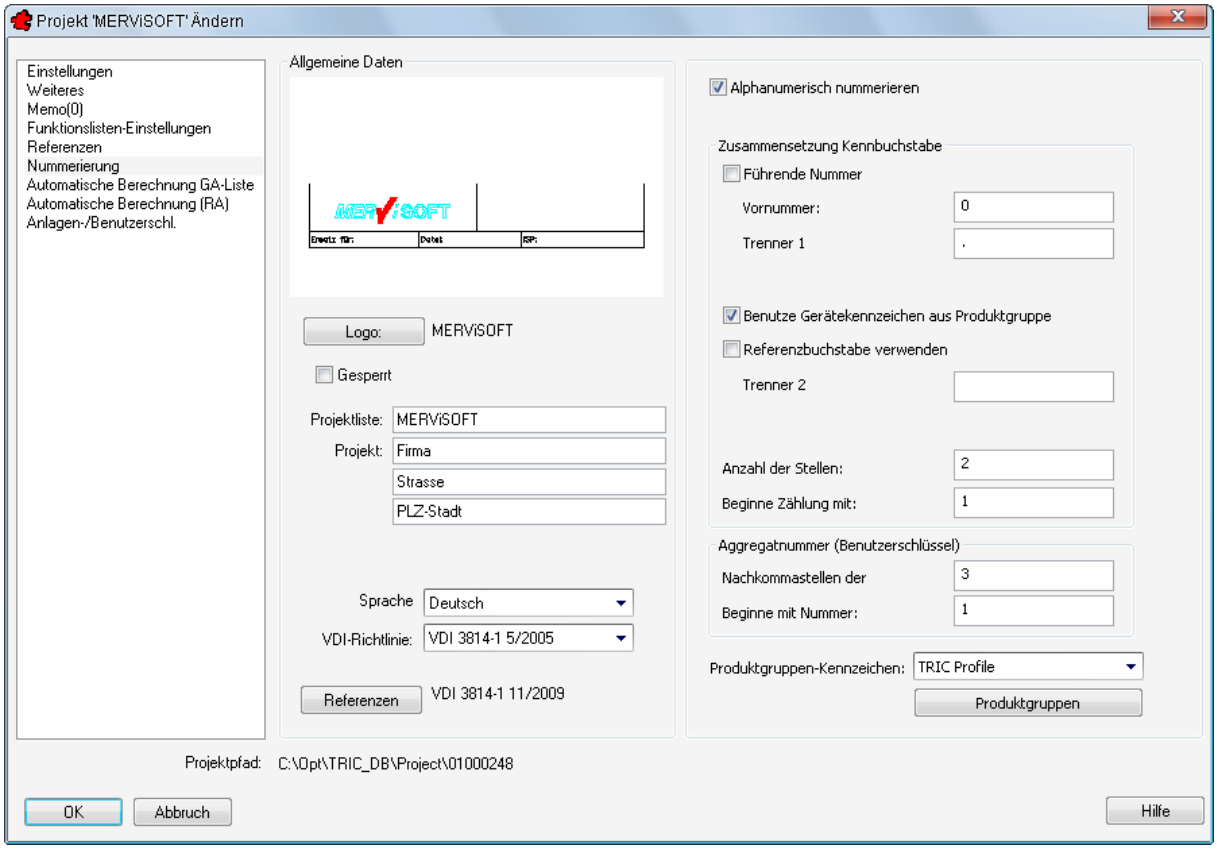

Bild 4.3 – Aggregatnummer bei der Nummerierung
- Nummerierung = Aggregatnummer (Abb. 4.3)